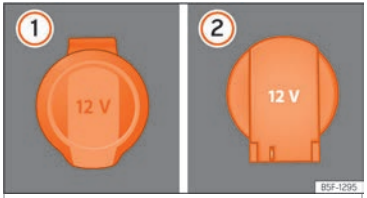

Fig. 147 Toma de corriente de 12 voltios: ① en el interior del reposabrazos delantero, ② en el maletero.
- Eleve la tapa de la toma de corriente ››› fig. 147 ①.
- Eleve la tapa de la toma de corriente ››› fig. 147 ②.